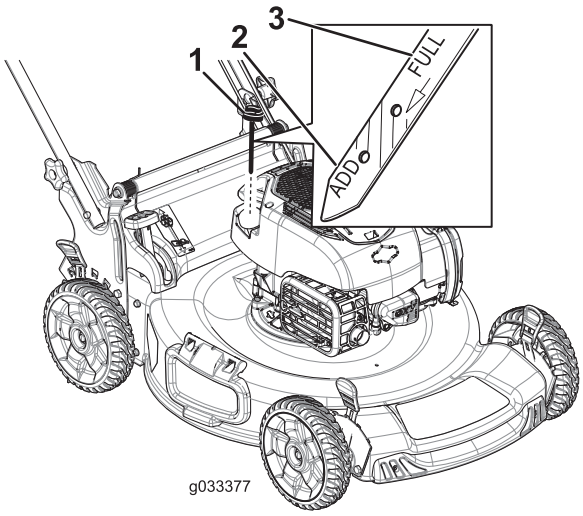

Figure 8
1. Retirez la jauge (Figure 8).
2. Versez de l'huile lentement dans le tube de remplissage pour faire monter le niveau jusqu'au repère du plein (Full) sur la jauge (Figure 8). **Ne remplissez pas excessivement.**